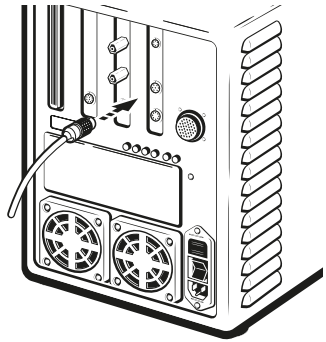

Abbildung 6-2. Anschließen des Pegelsensorenkabels am Grundgerät
1. Schließen Sie das Pegelsensorenkabel am entsprechenden Anschluss an der Rückseite des Grundgeräts an (Abbildung 6-2).